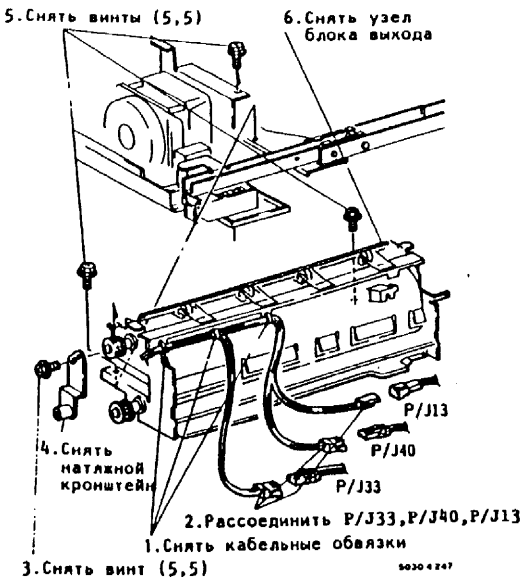

Рис.6. Снятие узла выходного блока
8. (Рис.6): Снять узел выходного блока.